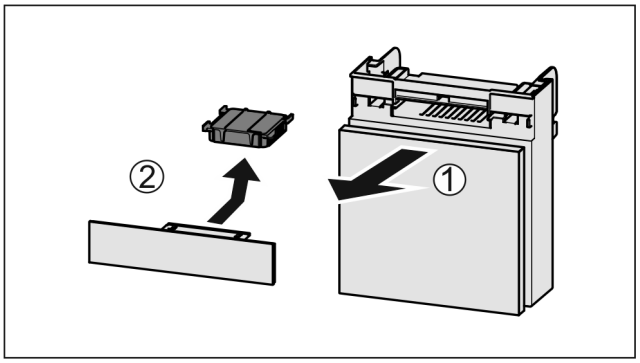

Fig. 161
▶ Fach nach vorne herausziehen *Fig. 161 (1)*.
▶ Aktivkohlefilter entnehmen *Fig. 161 (2)*.